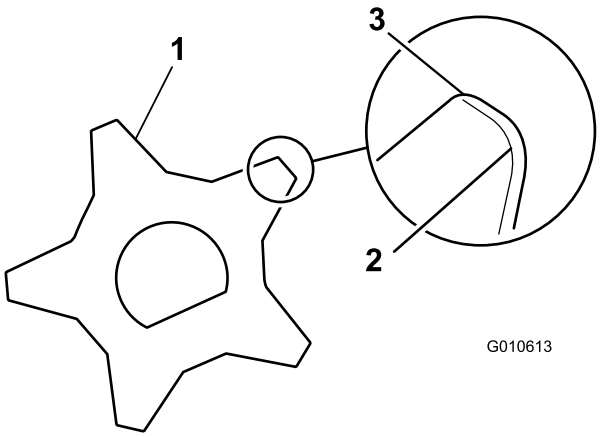

Bild 37
13. Montieren Sie die Welle in umgekehrter Reihenfolge, sodass das schärfste Messer vorne ist (Bild 37).